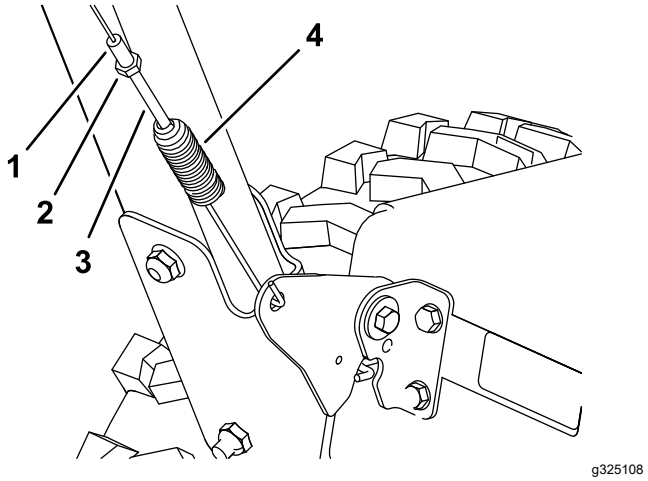
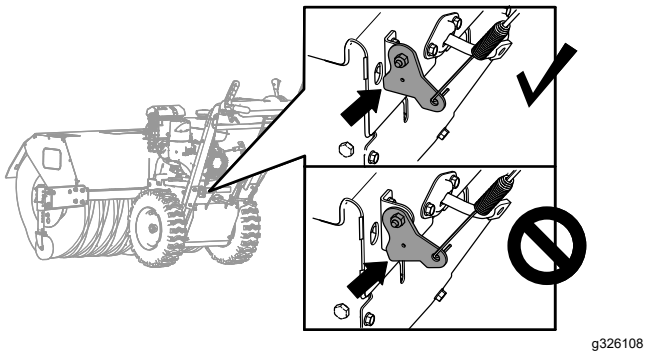

**Figure 34**
**Figure 35**
1. Desserrez l'écrou de blocage (Figure 34).
2. Tournez le tendeur de ressort jusqu'à ce que le câble soit tendu (Figure 34) et que le bas du support touche la plaque supérieure de la machine (Figure 35).
3. Resserrez l'écrou de blocage (Figure 34).